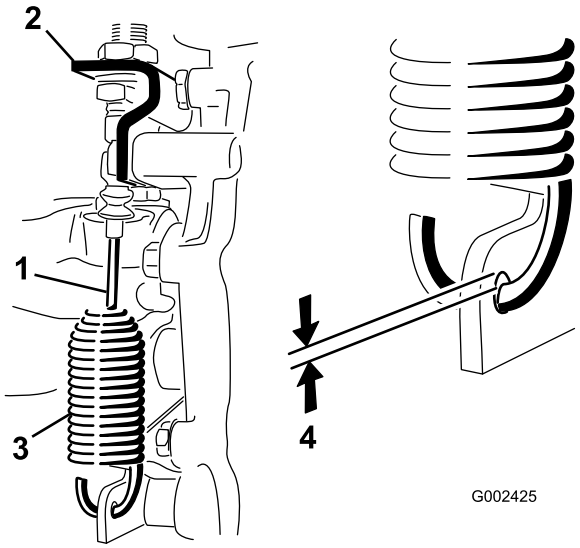

Figur 51
1. Ta loss den sprintbult som håller hög-/lågväxelvajern vid växellådan (Figur 51).
2. Lossa kontramuttrarna som håller differentiallåsvajern vid fästet på växellådan (Figur 51).